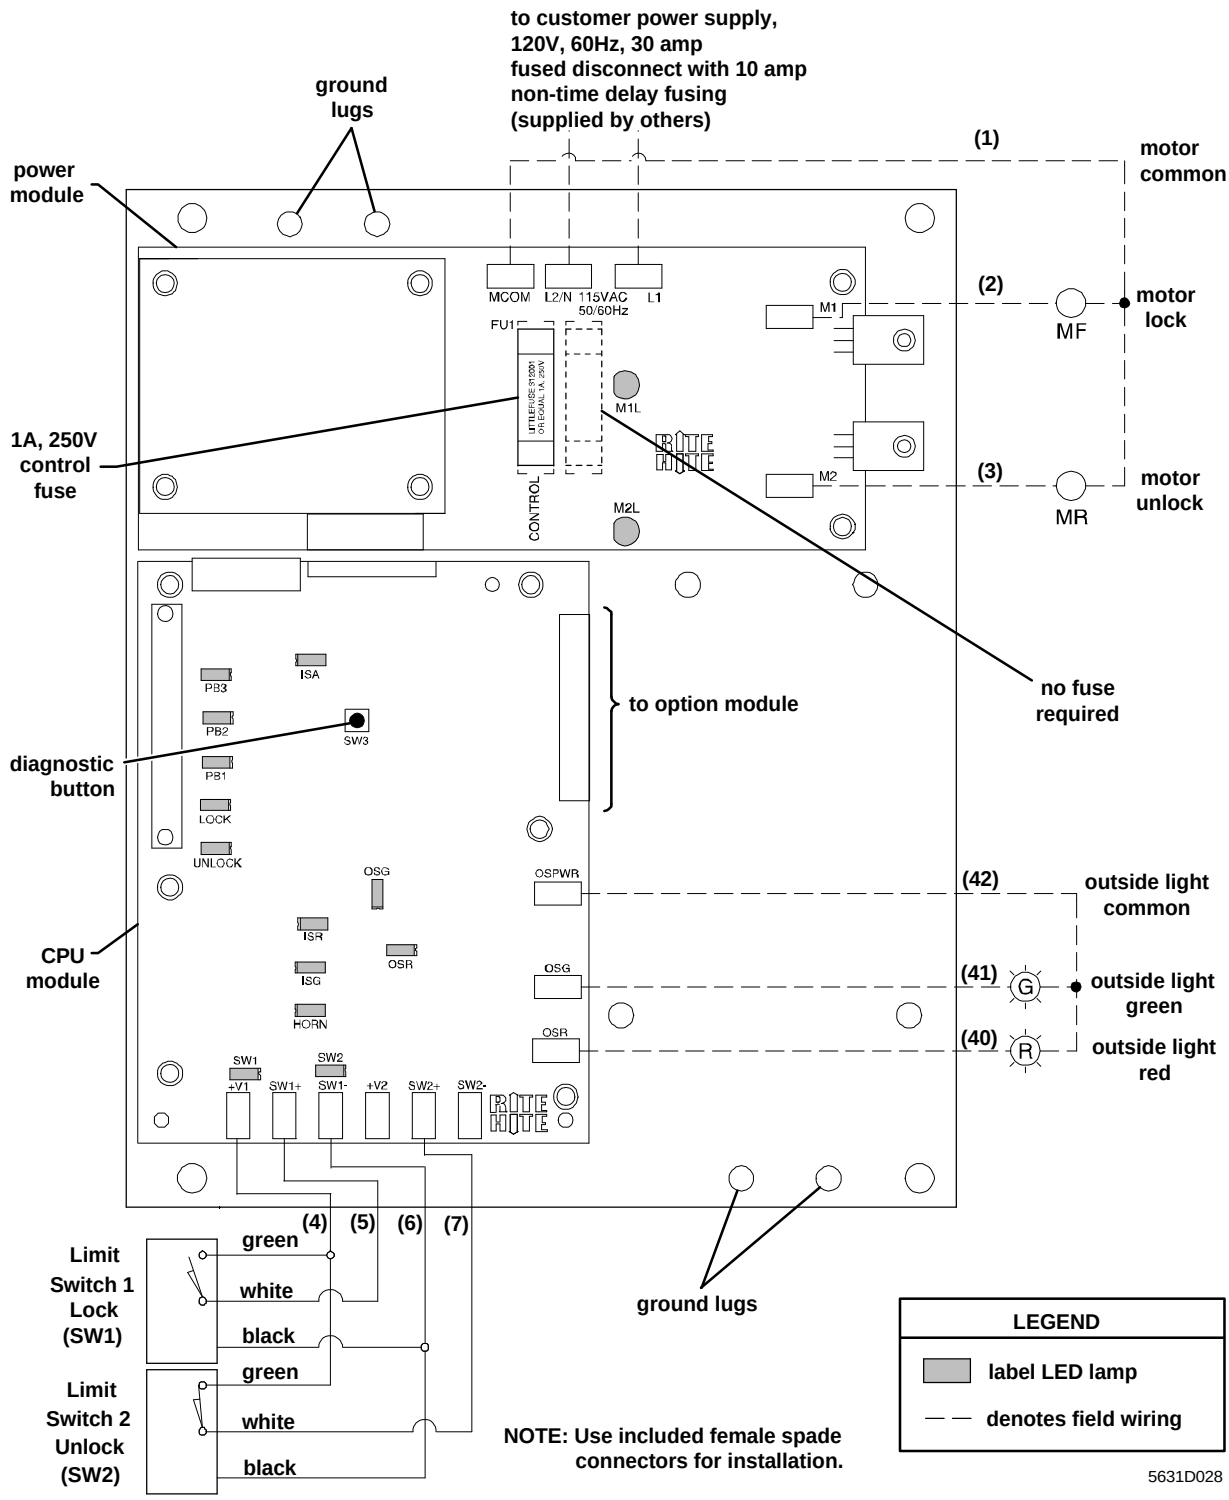

FIGURE 13 - ELECTRICAL SCHEMATIC (STANDARD)
3. Press and hold the diagnostic button inside the control box until the horn chrips (refer to Figure 13 on page 15).